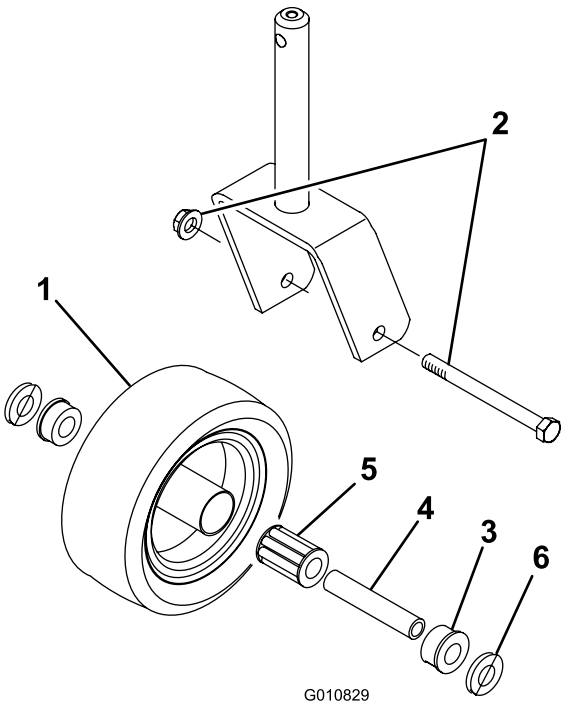

Figuur 22
1. Verwijder de borgmoer van de tapbout waarmee het zwenkwiel is bevestigd aan de zwenkwielvork (Figuur 22).
3. Trek de spanbus uit de wielnaaf (Figuur 22).
9. Druk de andere lagerbus in het open uiteinde van de wielnaaf om het lager in de wielnaaf vast te zetten (Figuur 22).